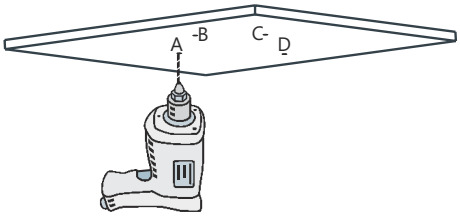

Fig. 9
2. Bor huller ud til felterne A, B, C og D med Ø10 mm. bor (Fig. 9).